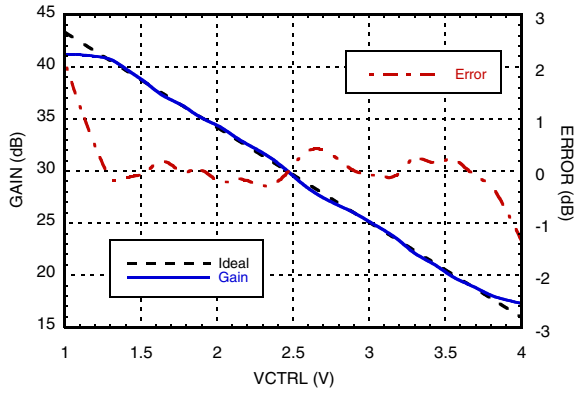
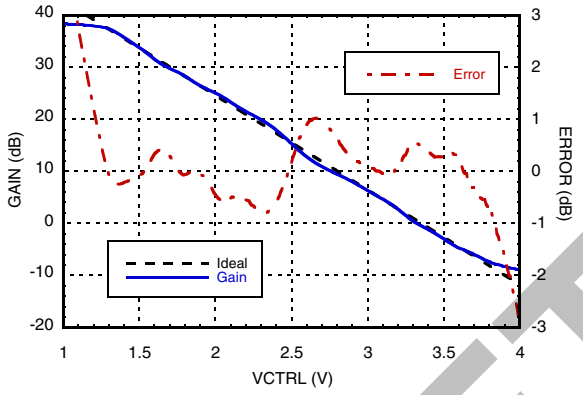

Figure 3a: Gain & Gain Conformance Error vs. VCTRL at 300 MHz, 1 attenuator + 2 amplifiers configuration.
Figure 3b: Gain & Gain Conformance Error vs. VCTRL at 300 MHz, 2 attenuators + 2 amplifiers configuration.
The gain control performance of the HMC992LP5E at 300 MHz is shown in Figures 3a and 3b. The HMC992LP5E provides 24 dB of gain control range with a maximum gain of 41.2 dB when it is configured in 1 attenuator + 2 amplifiers mode, and similarly a 48 dB of gain control range with a maximum gain of 39 dB of gain when it is configured in 2 attenuators + 2 amplifiers mode. The HMC992LP5E's VGA has a very flat linear-in-dB gain control characteristic with a slope of -18.2 dB/V for the 2 attenuator configuration and -9.1 dB/V for the 1 attenuator configuration. The log-linearity error of the HMC992LP5 VGA is typically less than ± 1dB over the entire gain control range as shown in Figure 3a and Figure 3b. The relation between the gain of HMC992LP5E's VGA and VCTRL pin voltage can be approximated as given in Equation (1).